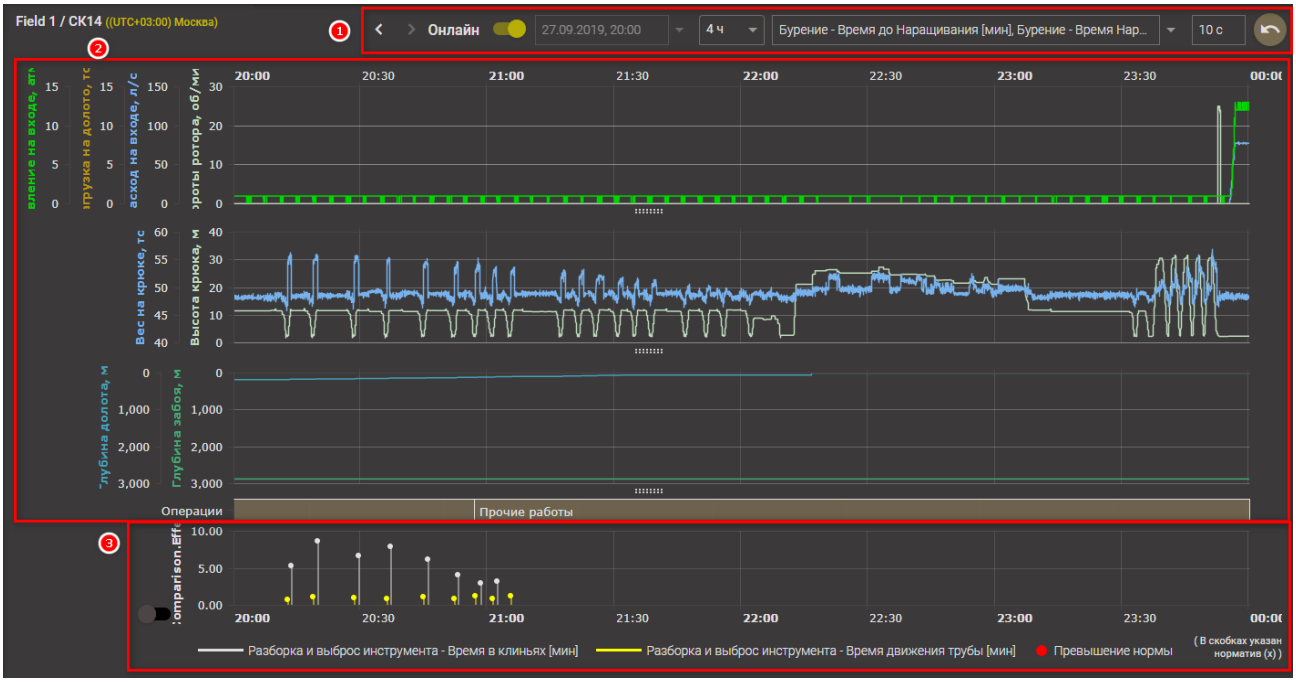

Рис. 2.100
На вкладке отображены следующие области: *Панель инструментов* (рис. 2.100 (1)), *Область графиков параметров ГТИ* (рис. 2.100 (2)), *Область графика показателей эффективности* (рис. 2.100 (3)).